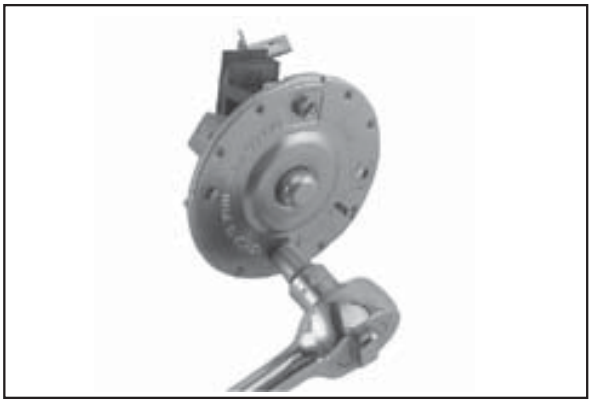

Figure 8-59. Removing Brush Holder.
2. Remove the two screws securing the brush holder assembly to the end cap (plate). Note the orientation for reassembly later. See Figure 8-59. Discard the old brush holder assembly.